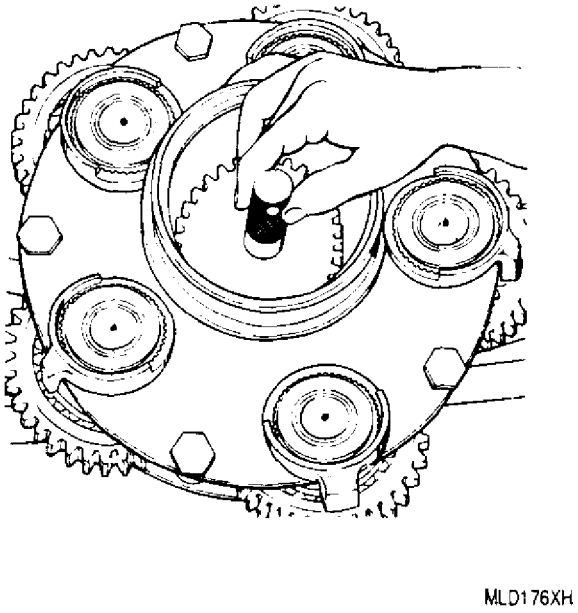

Figure 30. Installing 6796014 Planetary Gear Index Plate
v. Carefully install 6796014 index plate (figure 30) inside rear carrier. Each tooth space marked with an O−mark shall mate with a tooth on index plate marked with an O. This procedure results in maximum pitch diameter runout of planet gears occurring at the same phase during operation.